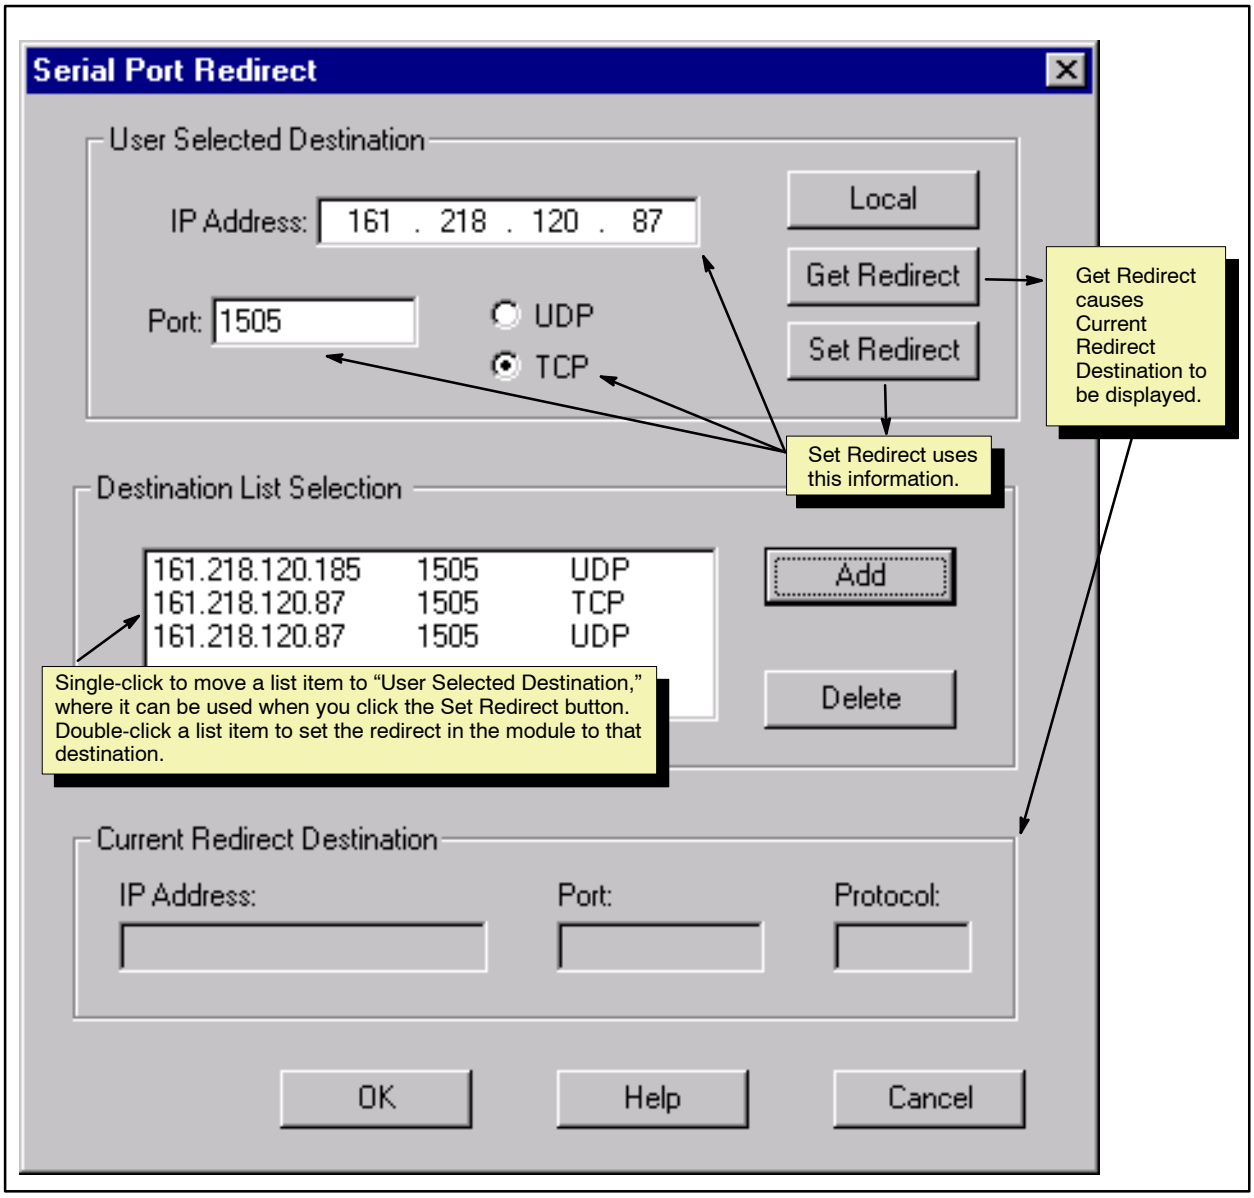

Figure 3-9 Serial Port Redirect
1. To access the Serial Port Redirect dialog box, choose the **Transfer > Set Redirect** menu command. Figure 3-9 shows an example of the Serial Port Redirect dialog box.